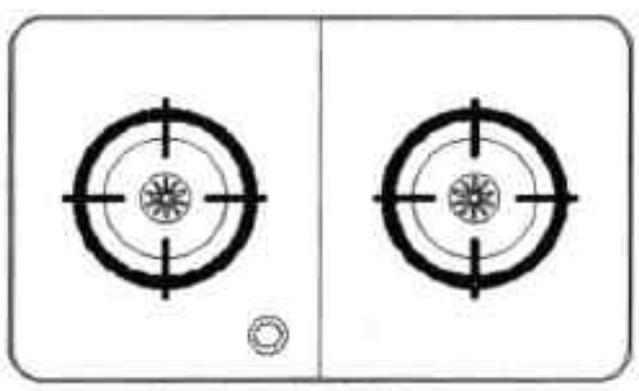

图6-94 偏移小圆
Step21 执行“偏移”命令，将小圆向内偏移 10mm，如图 6-94 所示。